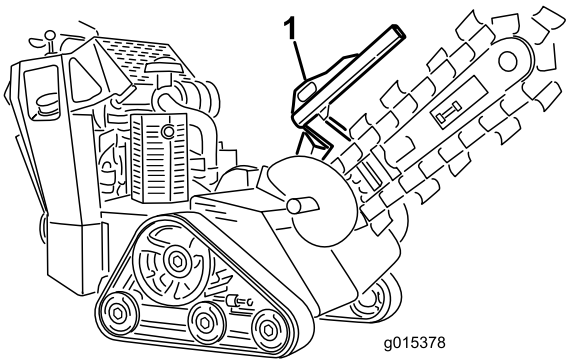
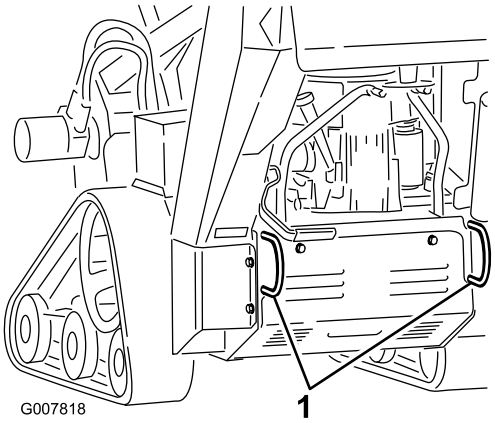

**Figur 22**
**Figur 23**
3. Fäst maskinen på släpet med kedjor eller band. Använd fäst-/lyftöglorna på maskinens fram- och baksida (Figur 22 och Figur 23). Kontrollera vilka lokala bestämmelser som gäller för transport på släp.
Du kan lyfta maskinen genom att använda fäst-/lyftöglorna som lyftpunkter (Figur 22 och Figur 23).